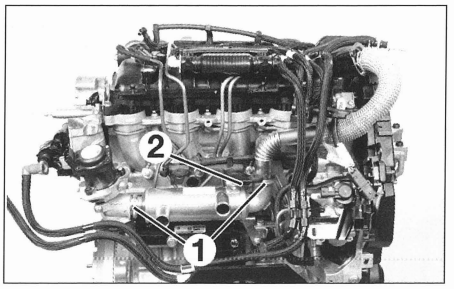
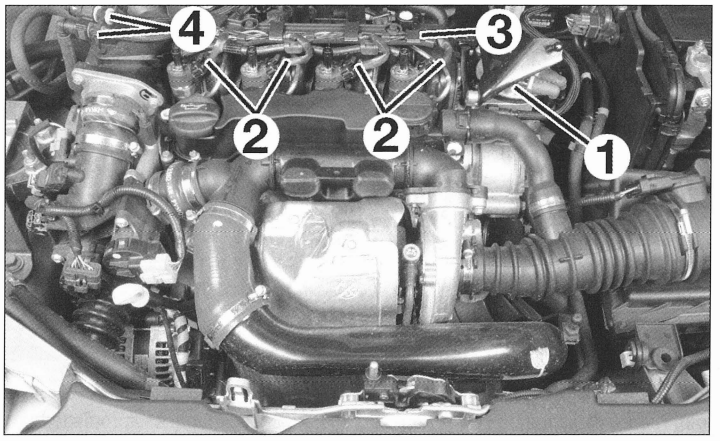

FIG. 33
FIG. 32
- las tuberías de alimentación y de retorno (4) **(fig. 32).**
- el filtro de combustible (1) y su soporte.
- el cableado de alimentación de los inyectores (2).
- la rampa de soporte del cableado (3).
- las abrazaderas (1) **(fig. 33).**